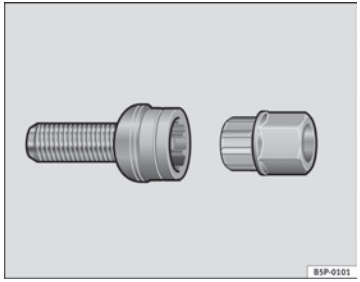

Fig. 199 Anti-theft wheel bolt
- Insert the adapter onto the wheel bolt and push it on as far as it will go ⇒ fig. 199.